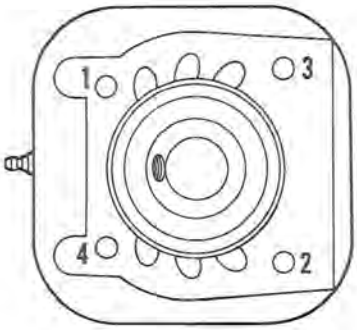

Figure 8-18
g. Install cylinders, using new gaskets. Use a hinged ring compressor to install pistons in cylinders. Tighten nuts in correct sequence to specified torque (see Figure 8-18). NOTE: Retorque cylinder screws after motor test has been completed and motor has cooled off.